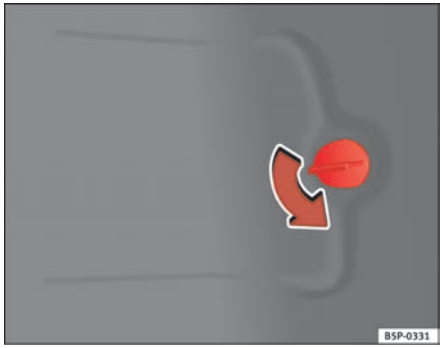

Fig. 187 Lights on vehicle body
– Remove the cover of the luggage compartment lateral panel ⇒ fig. 187.